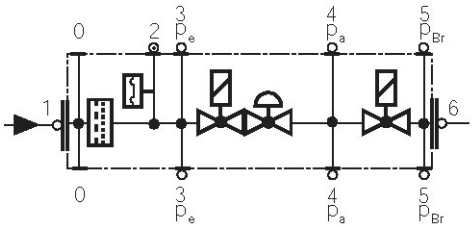

Fig. 41
- Pulire o sostituire il filtro se la differenza di pressione fra i punti 1 e 3 (Fig. 41) è $\Delta p > 10$ mbar.
- Pulire o sostituire il filtro se la differenza di pressione fra i punti 1 e 3 (Fig. 41) risulta raddoppiata dall'ultimo controllo.